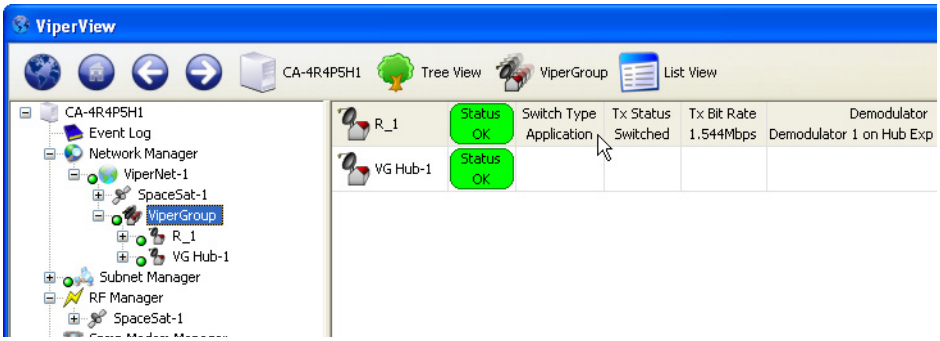

Figure 3-94 Remote Status in Group View
3. Click on the Group (or the Network, if no Group exists) to display the new site status for this Remote, figure 3-94. Note that the **Status** has changed from *None* to *Application*, and from *Home* to *Switched*. Also, the STDMA demod changed to the SCPC expansion demod.